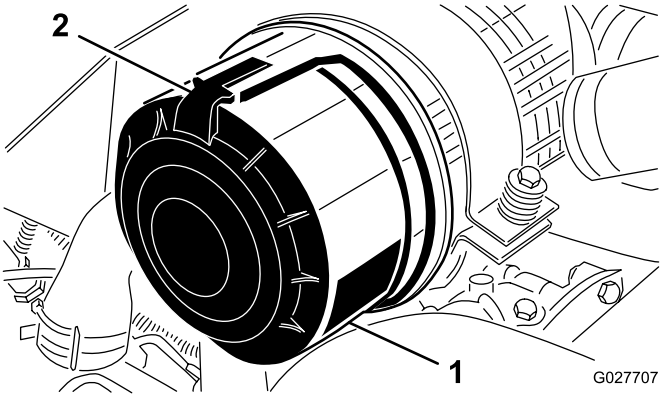

Figuur 62
1. Maak de sluitingen los waarmee het deksel van het luchtfilter is bevestigd aan de luchtfilterbehuizing (Figuur 62).